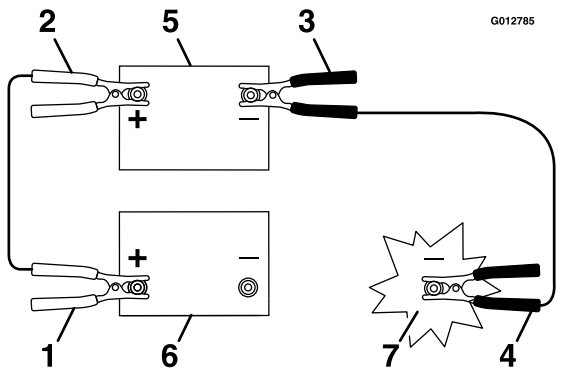

Figur 50
3. Tilslut pluskablet (+) til pluspolen (+) på det afladede batteri, der er forbundet med startmotoren eller magnetventilen som vist i Figur 50.